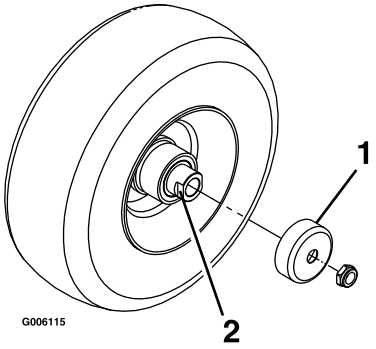

Figure 42
4. Déposez les protège-joints du moyeu de roue (Figure 42).